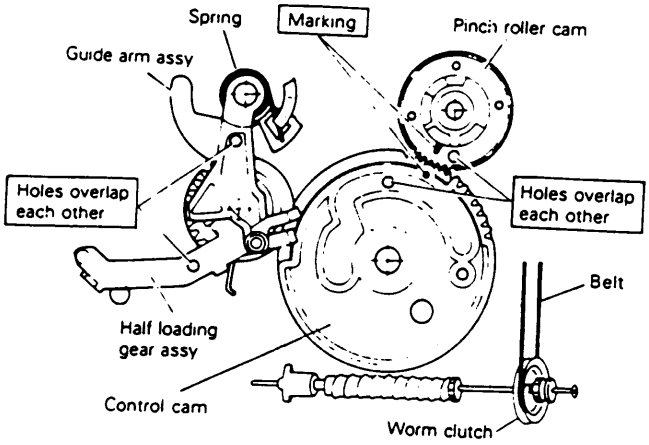

Fig. 1-1-12 Control cam and pinch roller cam position
3. Install the front panel as shown in Fig. 1-1-12 and re-engage the tabs. Supply power and use spare cassette to check for normal loading and eject operations.